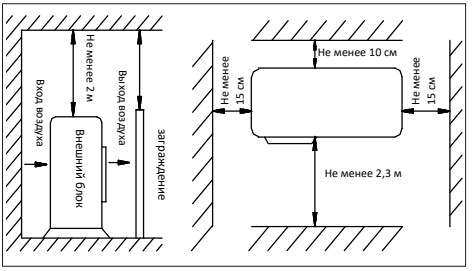

Рисунок 2
- Проверьте расстояния для установки, как показано на рис. 2.